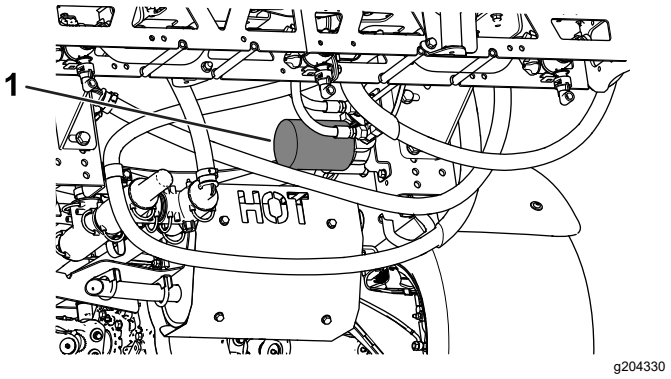

Figura 58
4. Retire el filtro (Figura 58).